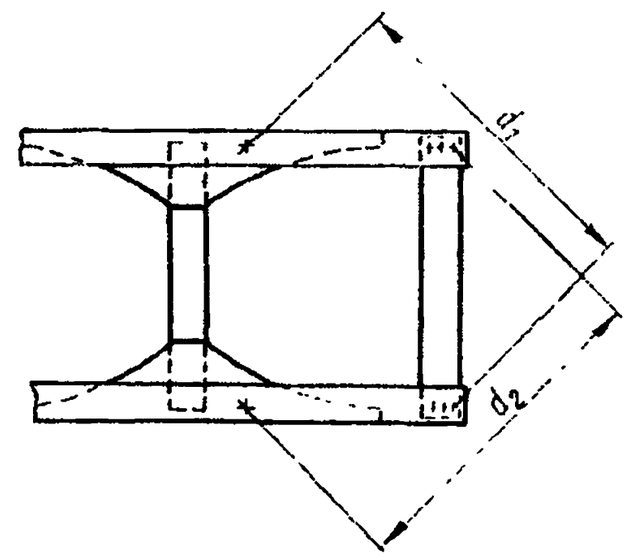

Рис. 370. Измерение продольного смещения лонжеронов
2. Разница перекрестных диагоналей ($d_1 - d_2$) (рис. 370) между отверстиями крепления задней поперечины в нижней полке лонжерона и отверстиями под буфер заднего моста допускается не более 3 мм.